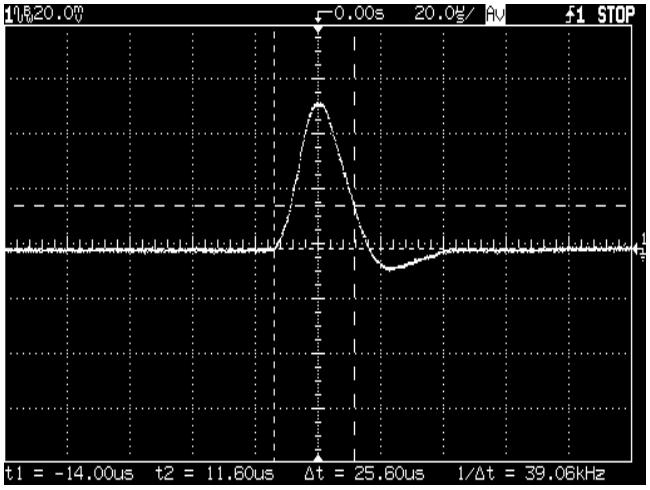

Figure A-4 Transient Response Time
5. Adjust the oscilloscope to display transients as shown in Figure A-4. Note that the pulse width (t2 - t1) of the transients at 15 mV from the base line is no more than 50 µsec for the output.
6. Repeats steps (1) through (5) for the other output.